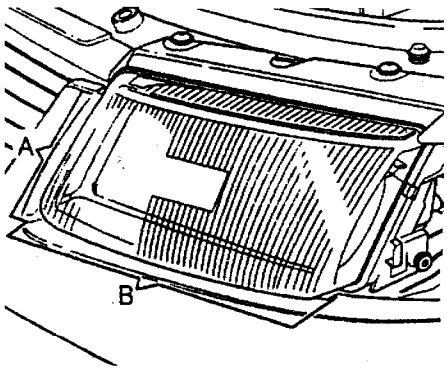

图 6－44
①如图 6－44 所示，使用粘合带，保护范围 A 和 B 中的框架。在取出前大灯时防止油漆损坏。